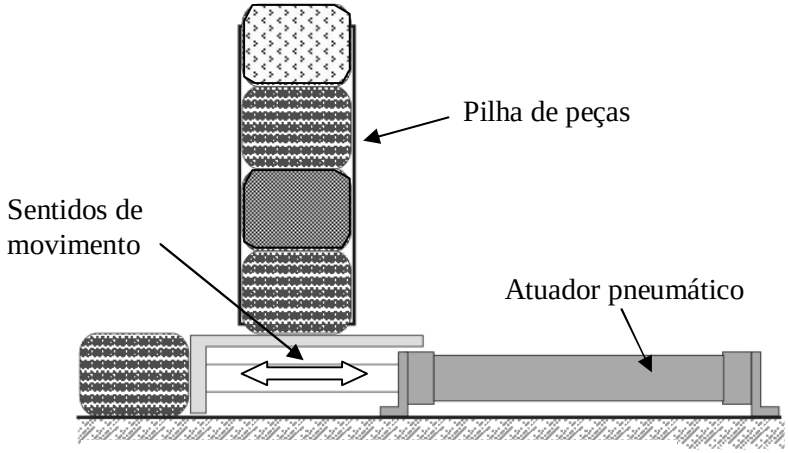

Fig. 2– Mecanismo para movimentação de peças
Os circuitos pneumáticos apresentados nas Fig.2 a) e b) são possíveis soluções, alternativas, para implementar este tipo de mecanismos, sob comando manual.
1b) Tendo em conta o material disponível na sua bancada, selecione um dos circuitos da fig. 2 e implemente-o.
2. Uma outra aplicação típica encontrada em máquinas industriais consiste na movimentação de peças de uma posição para outra (por exemplo, para realizar uma operação de separação de peças por côr, tamanho ou uma outra qualquer caraterística). Após terminado o movimento pretendido, pretende-se que o atuador recue automaticamente para a posição inicial, de forma a que uma nova peça possa ser movida. A fig.2 apresenta um destes mecanismos.
Os esquemas propostos nas figs.4 a) e b) constituem evoluções dos circuitos das figs.2 a) e b) que permitem implementar este tipo de mecanismos.